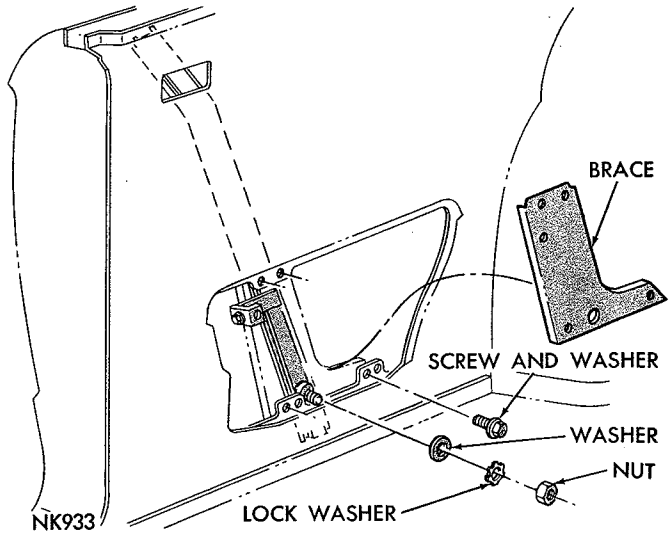

*Fig. 131—Quarter Window Front Track Brace*
(2) Remove nut and washers attaching track brace to stud on track (Fig. 131) and screw and washer assemblies attaching brace to inside panel.
(3) Remove track roller assembly from slot in glass lower frame.
(4) Slide track assembly down off of roller assembly on glass lower frame and out through large access opening in the door.
(5) Remove track support assembly.